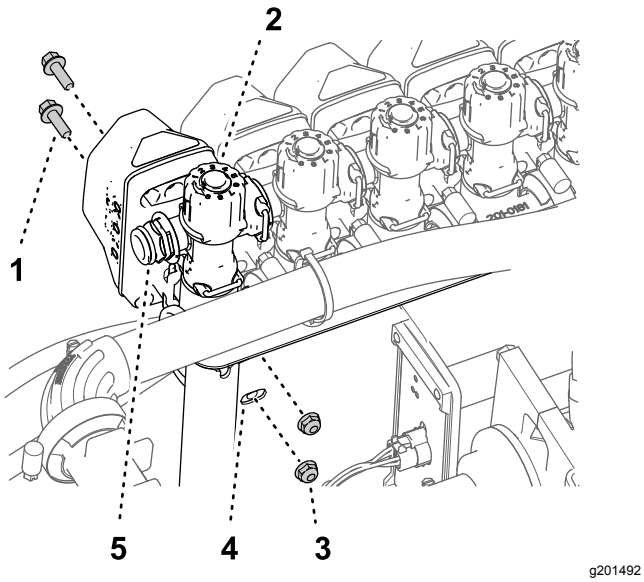
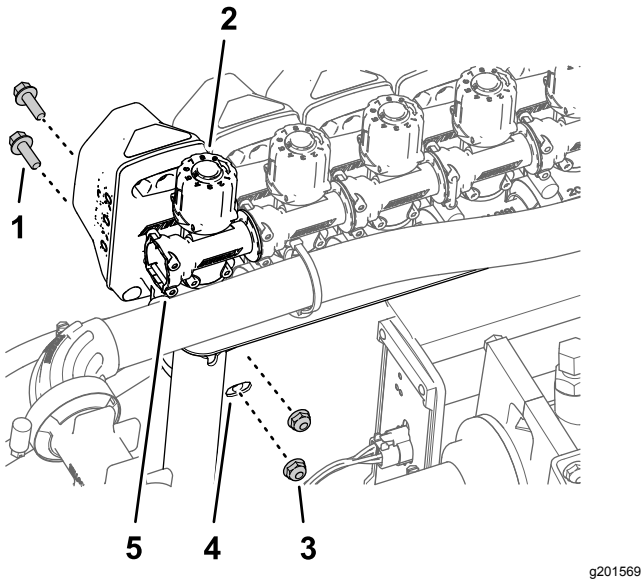

Figur 105
Figur 106
3. Monter dyseventil 10 til ventilfestet (Figur 105 eller Figur 106) med de to flenshodeboltene (1/4 x 3/4 tomme) og to låsemutterne (1/4 tomme) som du fjernet i trinn 2 av Fjerne seksjonsventilene fra manifoldfestet (side 30).